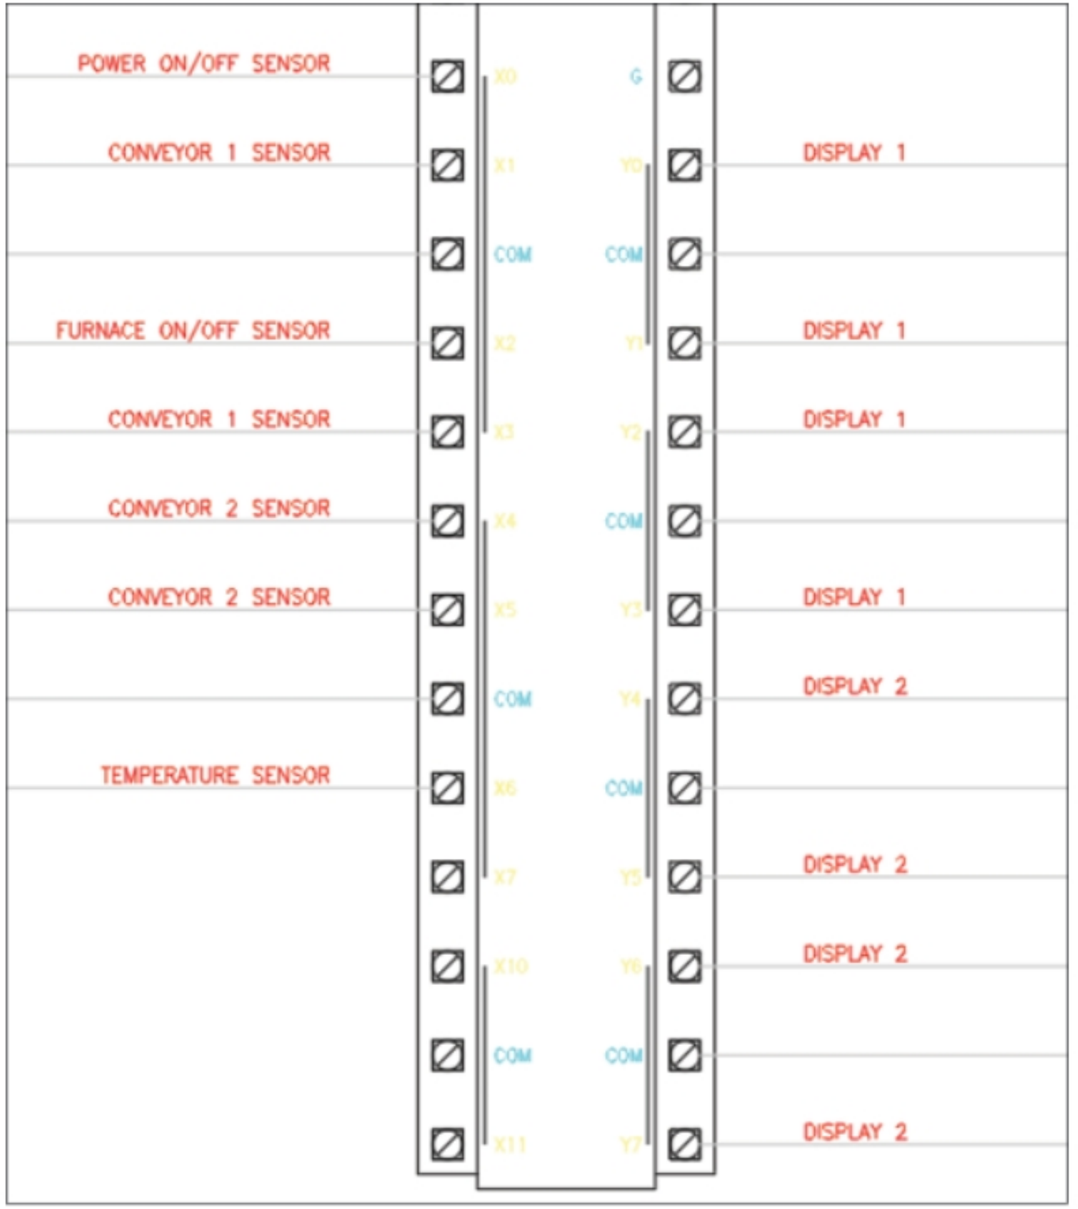

Figure-33. Wires buses created for PLC
- Similarly, create wire bus for Display 2 and sensors on the other side of plc; refer to Figure-33.